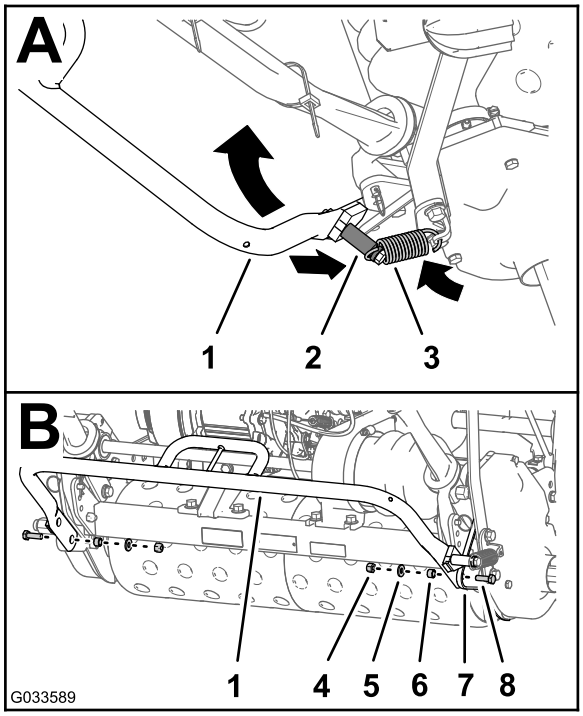

Figur 8
12. Placera den fria änden av fjädern i fjäderhållaren på stödet (A i Figur 8).
13. Fäst stödet vid sidoplåtarna med hjälp av låsmuttrarna, brickorna, distansbrickorna och skruvarna (5/16 x 1 tum) som du sparade i steg 1 (B i Figur 8).